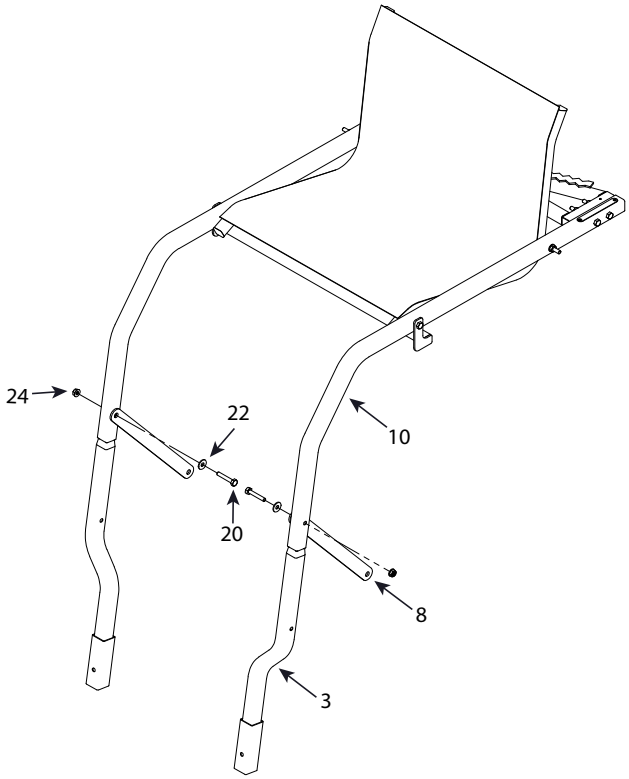

FIGURE 4
4. Locate both flared platform rails (3) and insert into the bottom ends of the seat side rails (10), aligning holes in both parts while also aligning the hole in the end of each support bar (8). Secure each side with two of the following: 1/4 -20 X 1-1/2 IN bolts (20), washers (22) and 1/4-20 nuts (24). **SEE FIGURE 4.**